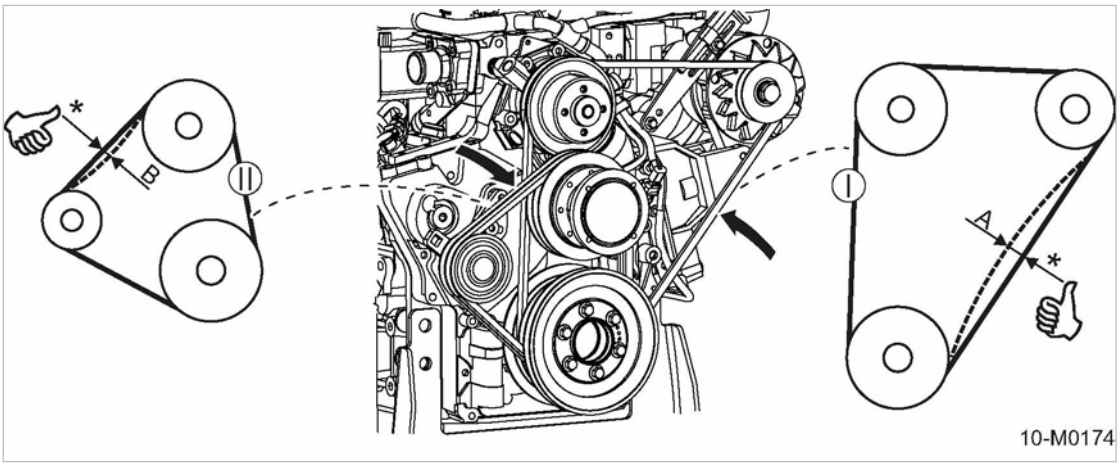

Fig. 53 Check belt tension by hand
1. Check belt tension by hand (see Fig. 53).
4. Check the belt tension (see Fig. 53, II).
6. Check the belt tension (see Fig. 53, II) and re-tension, if required.
7. Check the belt tension (see Fig. 53, I) and re-tighten, if required.